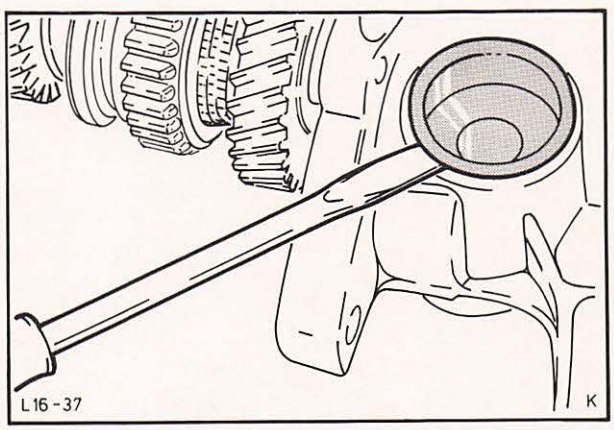

Abb. 50 Verschlußkappe – Tachoantriebsritzel entfernen
18. Tachoantriebsritzel nach Entfernen der Verschlußkappe aus dem Verlängerungsgehäuse herausziehen. Abb. 50.